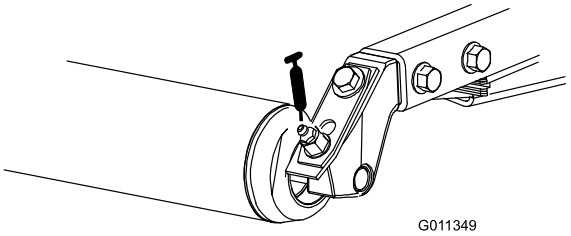

Figur 43
- Bagrullelejer (2 pr. klippeenhed) (Figur 43)
Bemærk: For at kunne smøre de indfalsede nipler på rullerne (Figur 43) skal der monteres en adapter på fedtpistolens dyse. Bestil Toro delnr. 107-1998 hos den autoriserede Toro-forhandler.